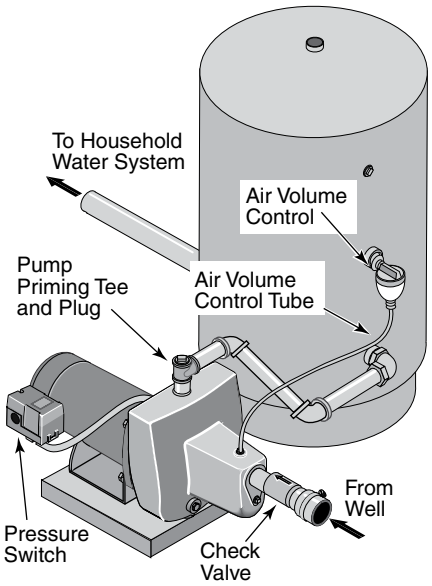

Figure 5: Standard Tank Connections
STANDARD TANK CONNECTION (FIGURE 5)
Step 1. Install one tee in the pump discharge port (see Figure 5).
Step 3. Remove the 1/8″ NPT pipe plug from the pump Air Volume Control (AVC) port (see Figure 5). Run tubing from the pump's AVC port (see Figure 5) to the port on the AVC mounted on the tank. See instructions provided with tank and AVC for details. AVC port location will vary, depending on your pump model (see exploded view, Page 9).